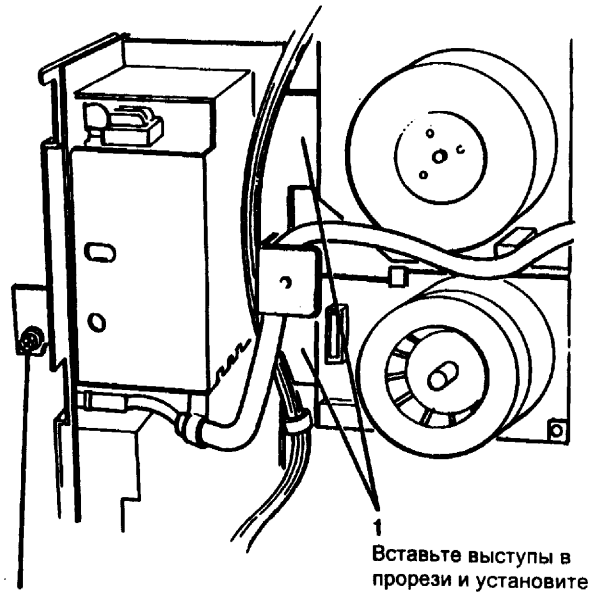

Рис. 4 Регулировка HVPS
2. (Рис. 4) Отрегулируйте расположение HVPS.